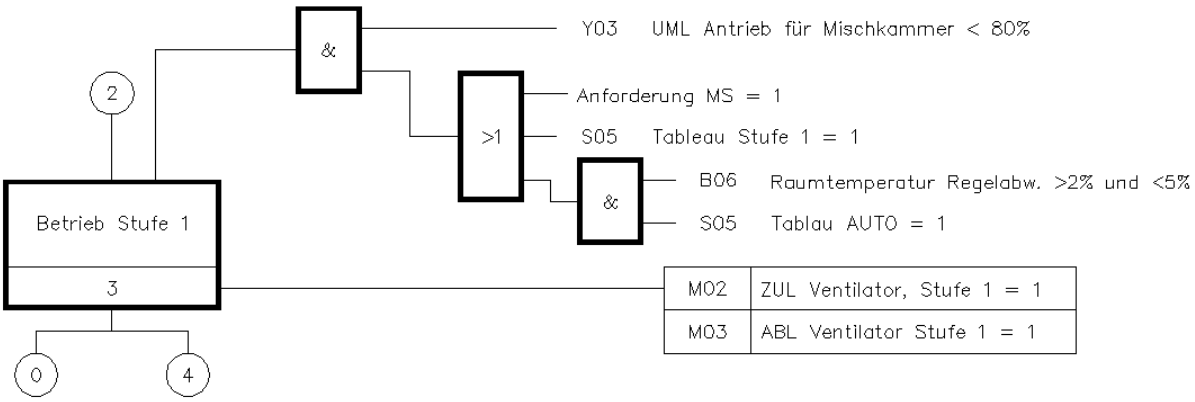

Bild 25.24 – Zustand *Betrieb Stufe 1*
- Beachten Sie bei den Übergangsbedingungen die Unterscheidung der Typen: *Y03* ist ein *Aktor*, *S05* und *B06* sind *Sensoren*, die *Anforderung* ist ein freier Typ (*Keine)* (Abb. 25.24).